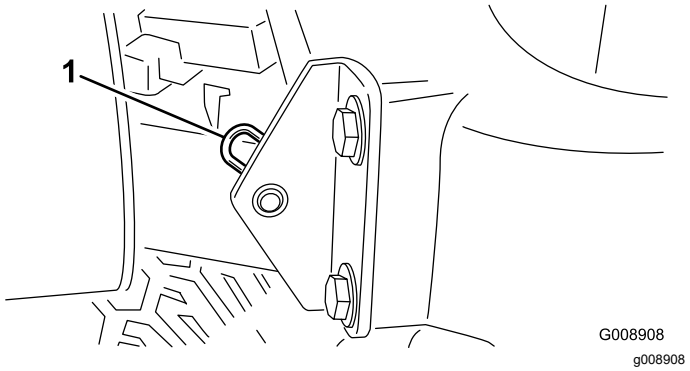

Figuur 39
2. Verwijder de R-pen waarmee het draaipunt van de motorkap aan de montagebeugels is bevestigd (Figuur 39).